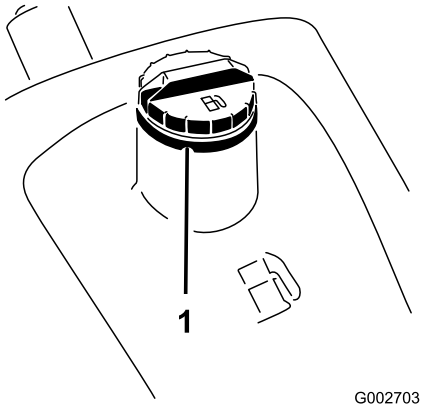

Figur 14
1. Gør området omkring brændstofdækslet rent (Figur 14).